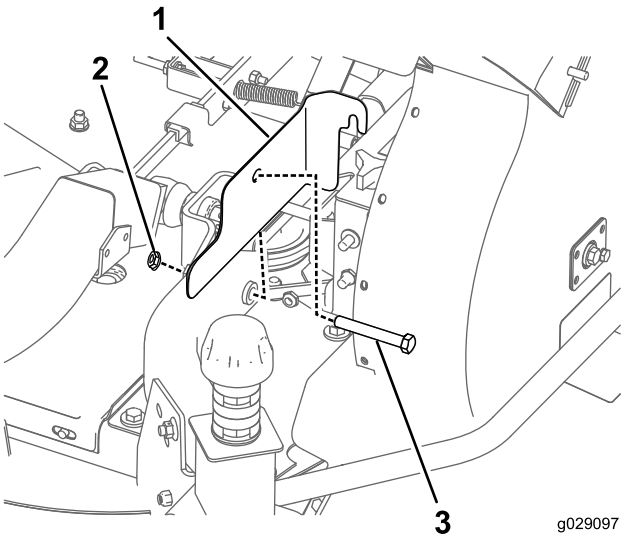

Figur 25
1. Monter remskyddet på maskinen (Figur 25).